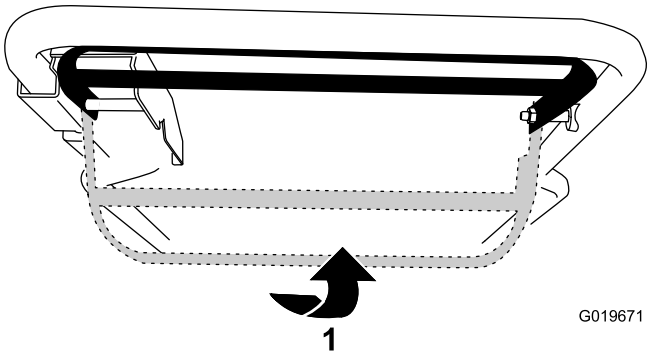

Figur 16
- **Så här gör du för att använda självdrivningsstången utan att koppla in kniven:** Dra knivstyrstången uppåt, mot handtaget (Figur 16).